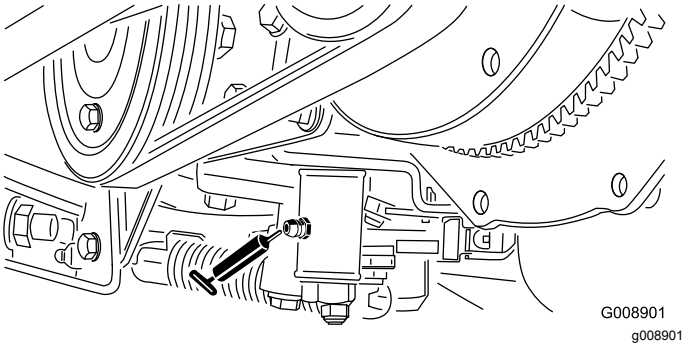

Figure 34
- Neutral-adjustment mechanism (Figure 34)